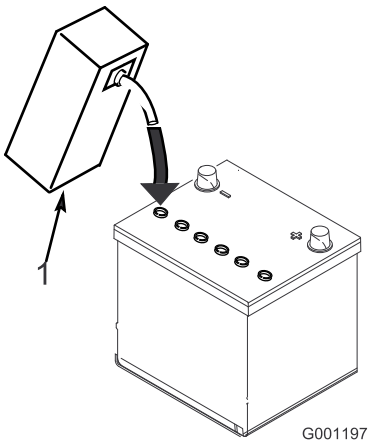

Figur 10
3. Fyll försiktigt varje cell med elektrolyt, tills plattorna är täckta med ca 6 mm vätska (Figur 10).
4. Låt elektrolyten sugas upp av plattorna under 20 till 30minuter. Fyll vid behov på så mycket elektrolyt att nivån befinner sig ca 6 mm från botten av påfyllningshålet (Figur 10).